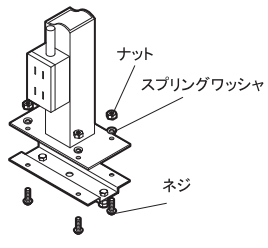

図 2. ブラケットB固定方法
2. 付属の取付けブラケットBを図2のように付属のネジ（M6×20mm）とスプリングワッシャ及びナットを使い、しっかりと固定してください。